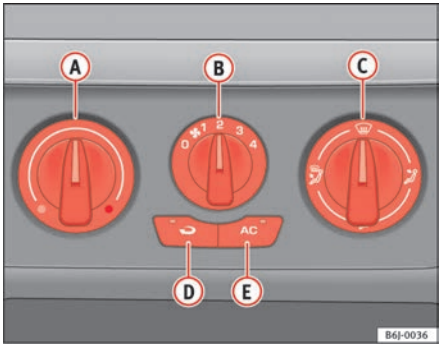

Fig. 88 Air conditioning controls on the instrument panel
– Using the controls ⇒ fig. 88 (A) and (C) and with the switch (B) you can adjust the temperature, the air distribution and the blower speed.
– To switch a function on or off, press the appropriate button (D) or (E). When the function is activated, a red warning light on the button is turned on.
– Close outlets (3)
– Open and turn outlets (4) towards side windows